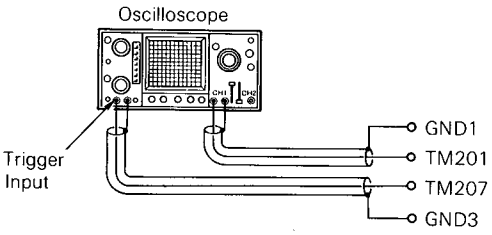
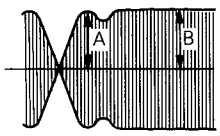

Fig. 26
Fig. 27
(1) Connect oscilloscope external trigger input to TM207 and GND3. Connect oscilloscope vertical input to TM201 and GND1. (fig. 26)
(2) Insert the Philips test disc #5 and place unit in pause mode on track number 1.
(3) Adjust VR107 so that the amplitude of the waveform becomes the same at A and B. (fig. 27)